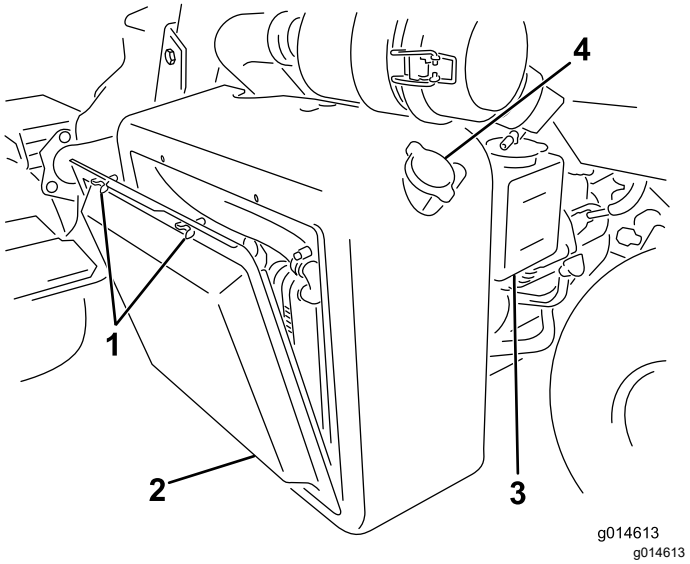
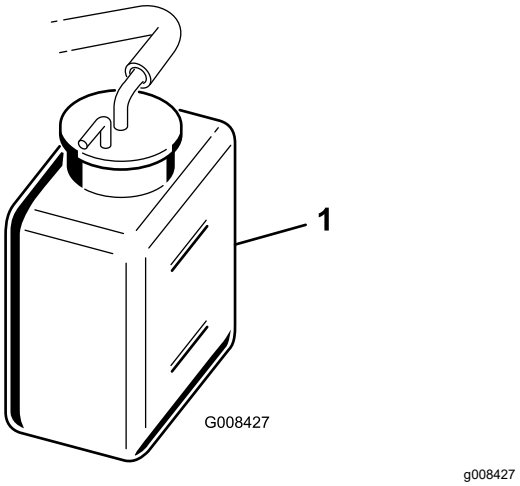

Figur 40
Figur 41
1. Ta av radiatorskjermen (Figur 40).
2. Kontroller kjølevæskenivået (Figur 40 og Figur 41).